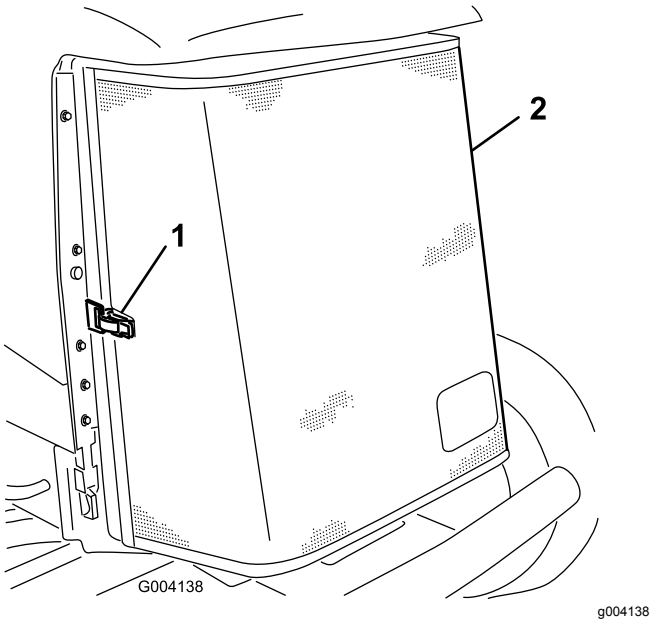

Figur 65
3. Lås opp klemmen og sving bakre skjerm åpen (Figur 65).